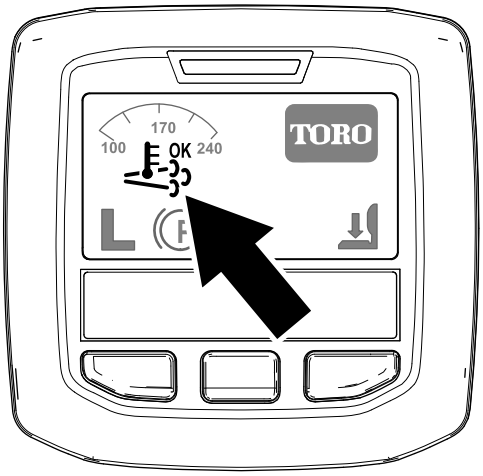

Figuur 37
- Het pictogram ondersteunde regeneratie verschijnt op het InfoCenter (Figuur 37).